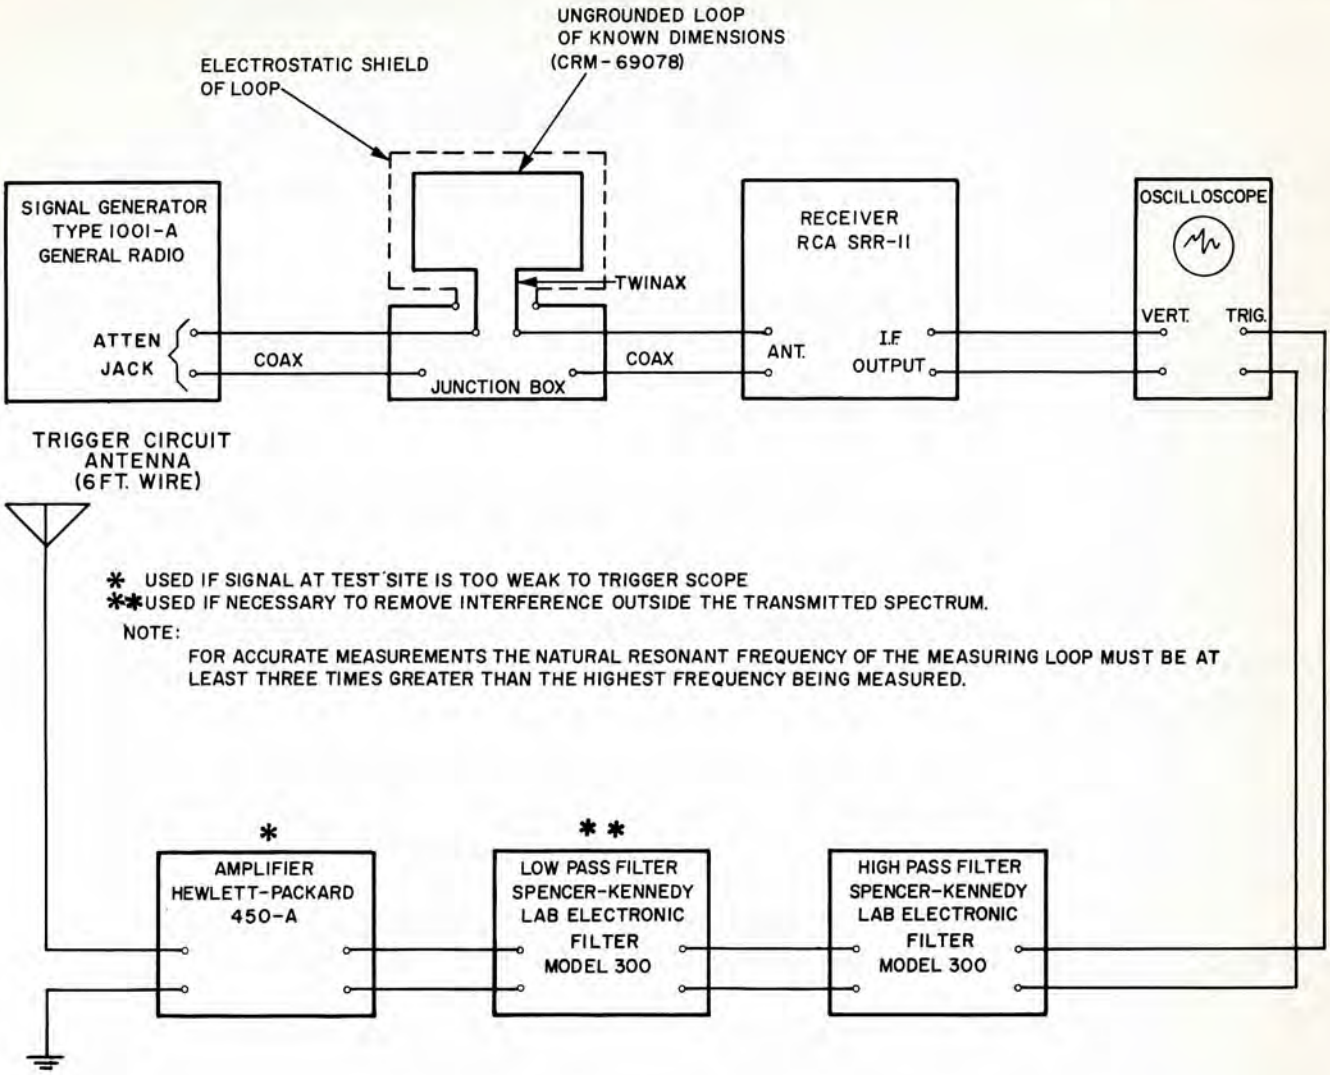

Figure 6-7. Loran Transmitting Set AN/FPN-42, Energy Spectrum Measurement Circuit
1. Make the test circuit connections shown in figure 6-7.